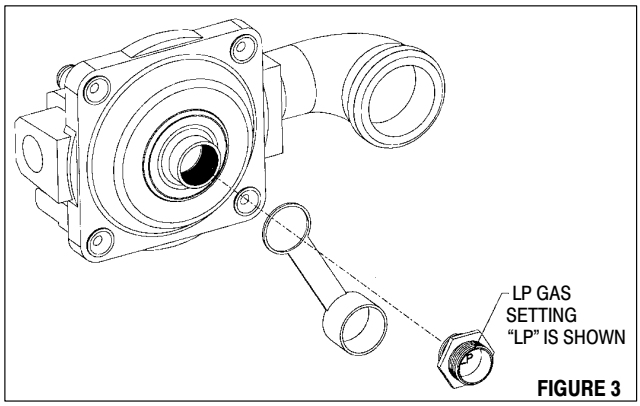

FIGURE 3
3. Invert the cap and screw it back into place. See figure 3.